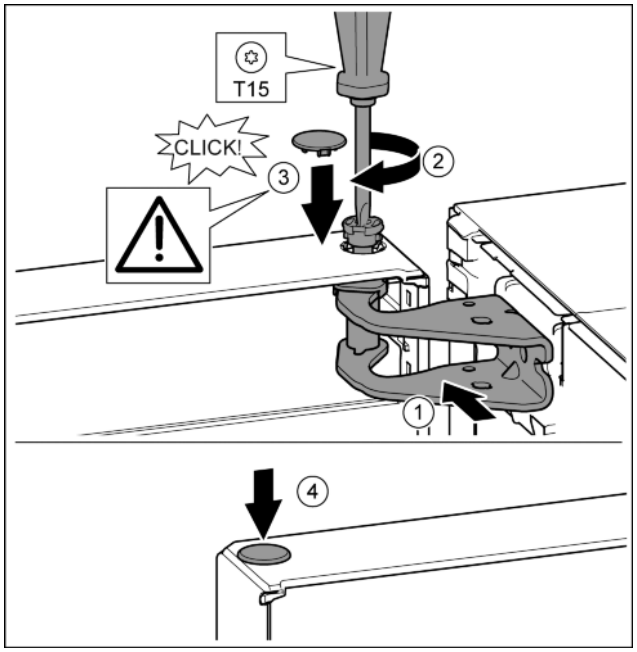

Fig. 20
- ▶ Дверь вверху выровнять по отверстию в опорном кронштейне. *Fig. 20 (1)*
- ▶ Вставить палец и затянуть отверткой T15. *Fig. 20 (2)*
- ▶ Установить предохранительную крышку для защиты двери: вставить предохранительную крышку и проверить, прилегает ли она к двери. В ином случае вставить палец полностью. *Fig. 20 (3)*
- ▶ Вставить заглушку. *Fig. 20 (4)*